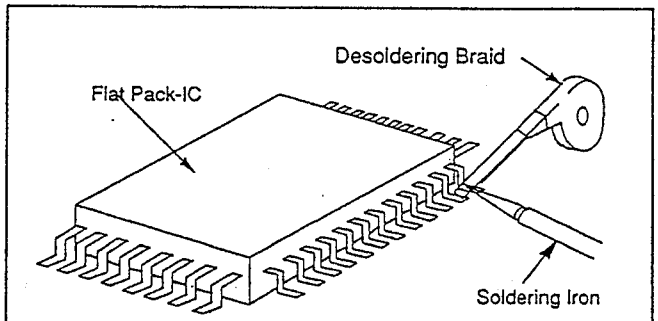

Fig. S-1-3
(1)Using desoldering braid, remove the solder from all pins of the flat pack-IC. When you use solder flux which is applied to all pins of the flat pack-IC, you can remove it easily. (Fig. S-1-3)